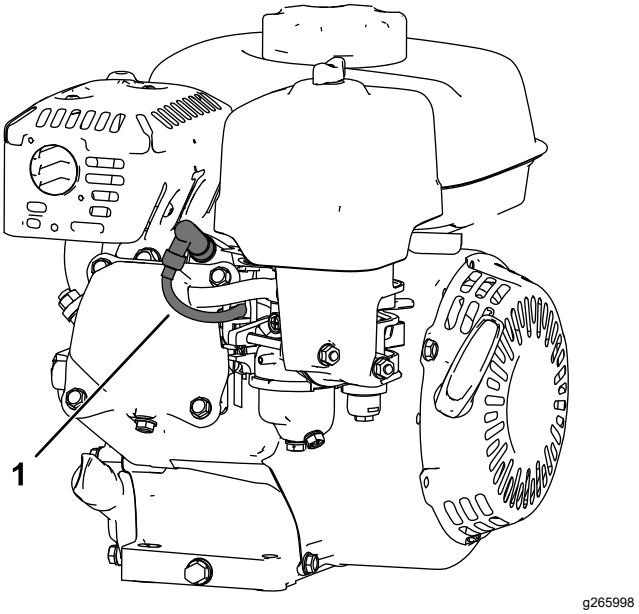

**Figure 23**
5. Débranchez le fil de la bougie (Figure 23).